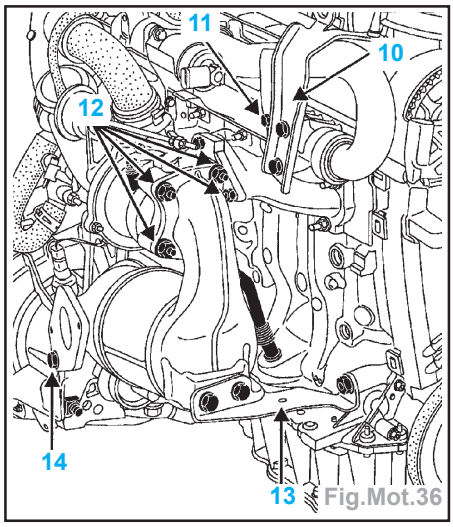

Fig.Mot.36
- l'anneau de levage (10) (Fig.Mot.36),
- la vis de fixation (11) du tube métallique d'admission d'air puis tirer celui-ci pour le déposer.
- Déposer les quatre écrous de fixation (12) du catalyseur sur le turbo.